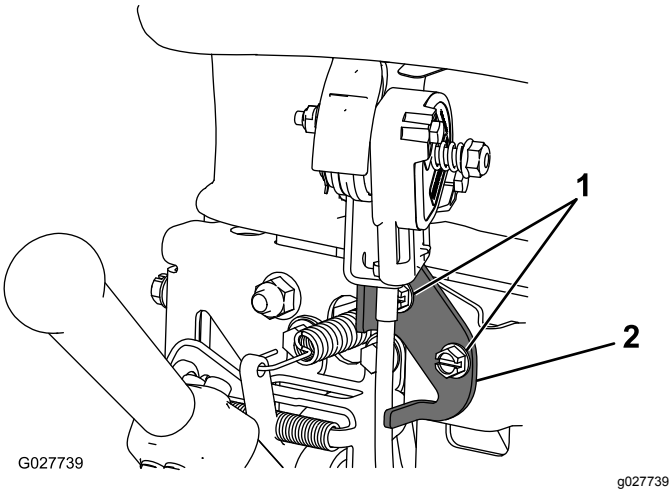

**Rysunek 33**
2. Poluzuj 2 elementy mocujące dźwignię przepustnicy (Rysunek 33).